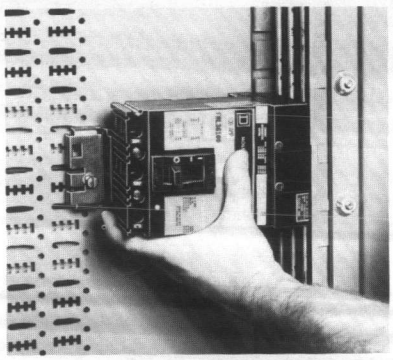

Figure 20
a. Turn the circuit breaker "OFF" and position the circuit breaker jaws against the bus bar stack (Figure 20). Be sure that the guiding boss located on the bottom of the circuit breaker is lined up with the alignment groove located in the bus insulator base and that the "fingers" of the circuit breaker mounting bracket fit into the key slots on the pan.